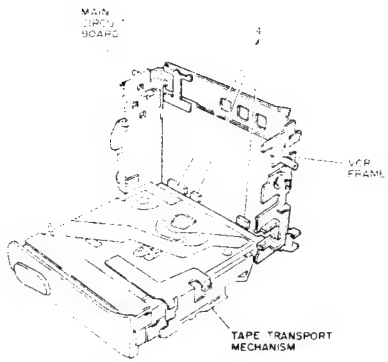
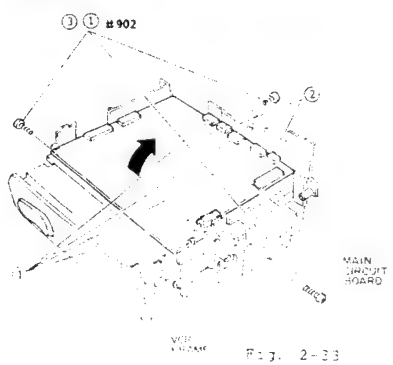

Fig. 2-34
Fig. 2-33
1) Disconnect four (4) flat cables (CN112, CN602, CN905, CN907) on the main circuit board. (See Fig. 2-33)
2) Disconnect two (2) connectors (CN113, CN904) on the main circuit board.
3) Remove three (3) screws holding the VTR frame and open the VTR frame with the main circuit board in the direction of the arrow.
4) Disconnect three (3) connectors (CN601, CN604, CN906) on the main circuit board and remove the VTR frame with the main circuit board from the tape transport mechanism. (See Fig. 2-34)
1) Remove three (3) screws holding the VTR frame and remove the VTR frame from the tape transport mechanism. (See Fig. 2-33)